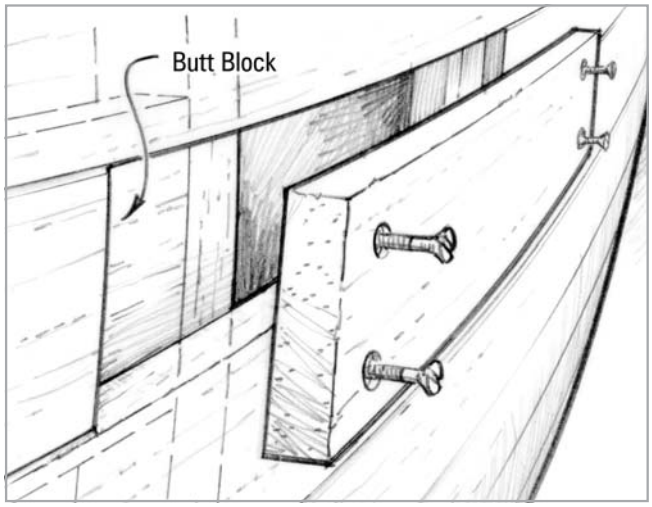

Figure 5-7 *Replace a section of plank using butt joints.*
2. Cut a replacement piece of wood for the opening and a piece for a backing plate *(Figure 5-7)*. A backing plate will be required behind each butt joint unless the joint falls on a frame. When the repair section falls between frames, the backing plate should run from frame to frame. When replacing longer sections of planking, a backing plate is only required at the ends.